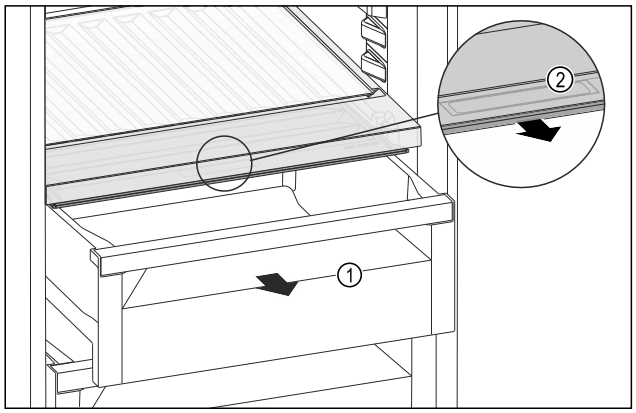

Fig. 183
▶ 拉出抽屉 *Fig. 183 (1)*。
▶ 抓住抽屉盖上的内嵌式拉手 *Fig. 183 (2)*，并同时向前拉出抽屉盖。